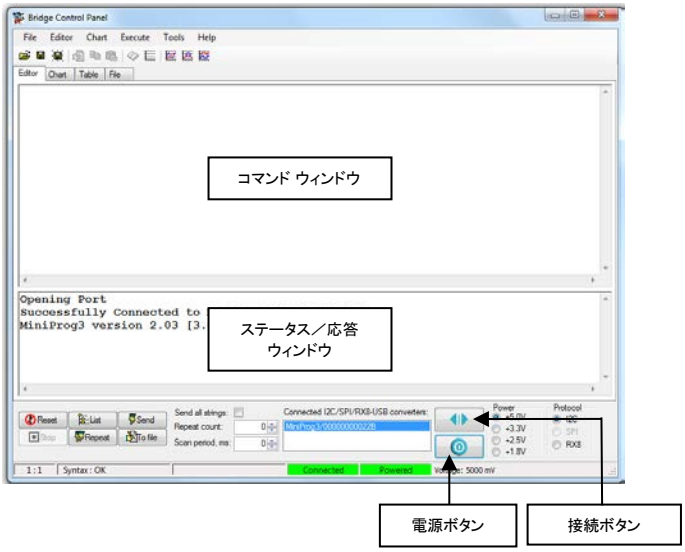

Figure 29 Bridge Control Panel (ブリッジ コントロール パネル)
3. 次に、電源ボタンをクリックして CY3210 のテスト セットアップに電源を供給してください。(**Figure 29** を参照。)